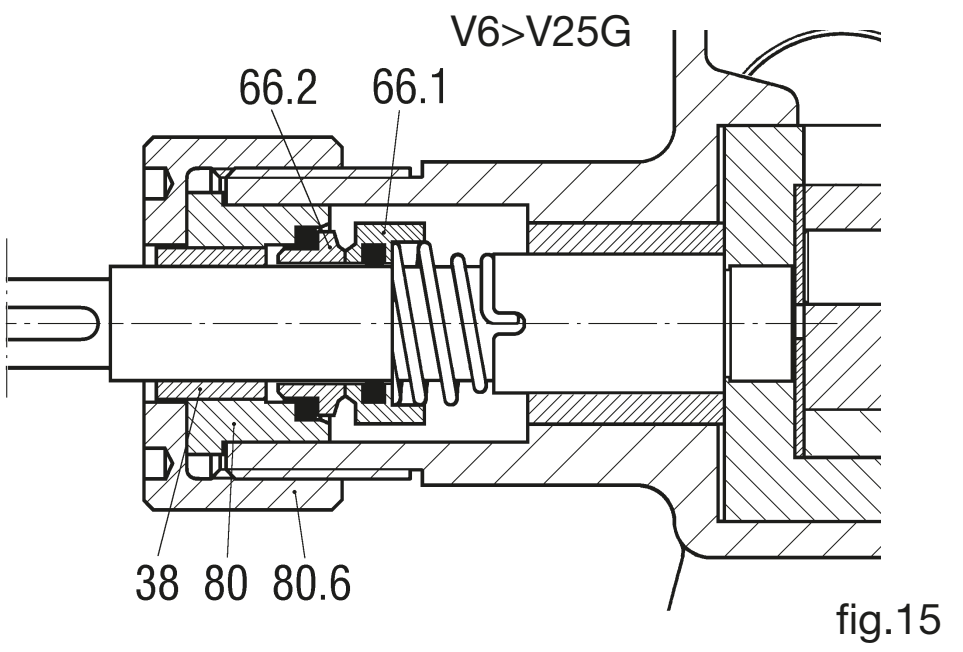

fig.15
11.8 Rimozione della tenuta meccanica ST5, ST6 pompe in ghisa da V6 a V25 (fig. 15)